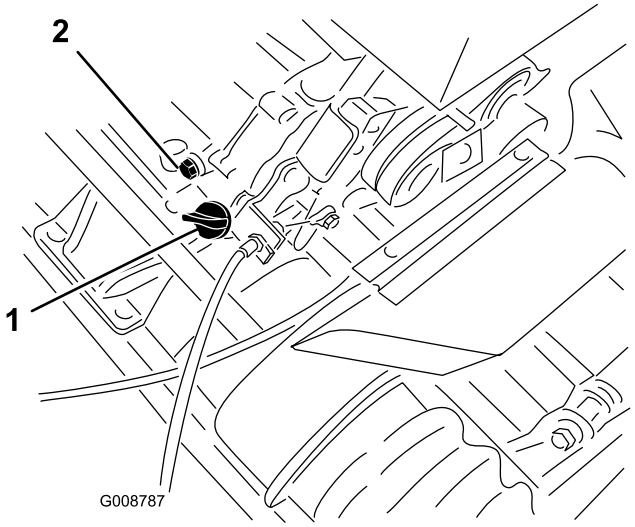

Figur 22
1. Plasser gressklipperen slik at motoren står jevnt, og rengjør rundt oljenivåmåleren (Figur 22).
2. Sett et oppsamlingsfat under tappepluggen bak på maskinen (Figur 22).